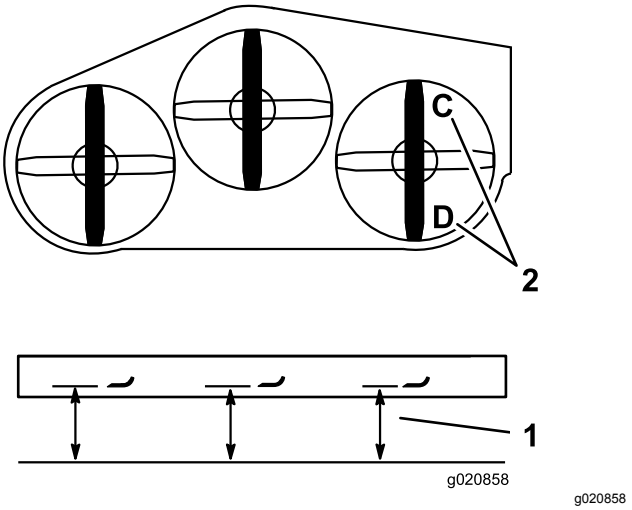

Figur 83
1. Placer højre skærekniv på langs (Figur 83).
2. Mål den højre skærekniv ved punktet **C** fra en plan overflade til knivspidsens skarpe kant, og noter dette tal (Figur 83).
3. Mål den højre skærekniv ved punktet **D** fra en plan overflade til knivspidsens skarpe kant, og noter dette tal (Figur 83).
Bemærk: Plæneklipperens skærekniv skal være 6 til 10 mm lavere ved punkt **C** end ved punkt **D** (Figur 83). Hvis det ikke er korrekt, skal du gøre følgende:
2. Placer højre skærekniv på langs (Figur 83).